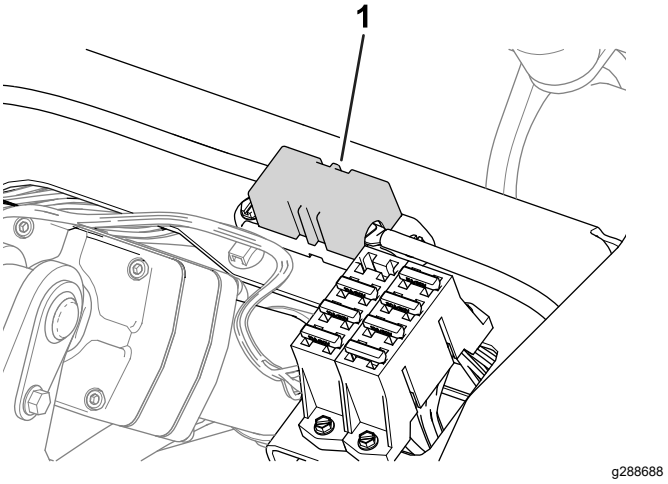

Figur 43
- Sikringerne til den højre hjulmotor (60 A) er placeret under sædet (Figur 43).